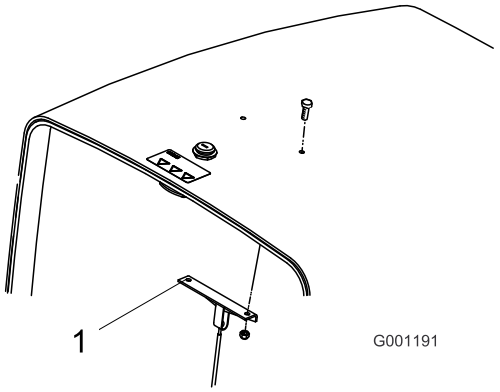

Figure 4
1. Retirez les 2 vis et écrous de fixation du support du câble à l'intérieur du capot (Figure 4) et mettez-les au rebut.